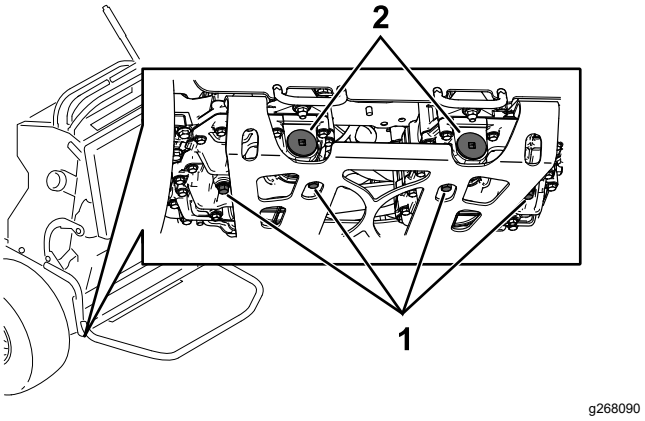

Figure 76
5. Localisez le bouchon de vidange sous la base de chaque transmission et placez un bac de vidange sous les bouchons (Figure 76).